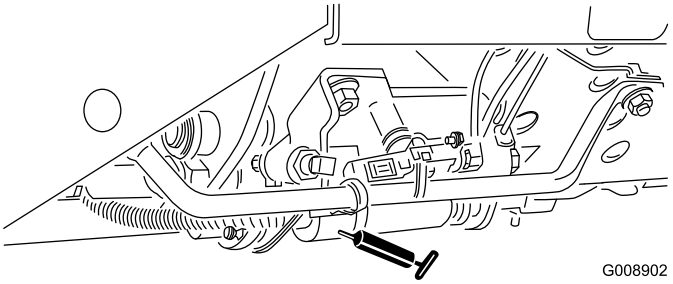

**Figur 39**
- Skjutreglage för klippning/transport (Figur 39)